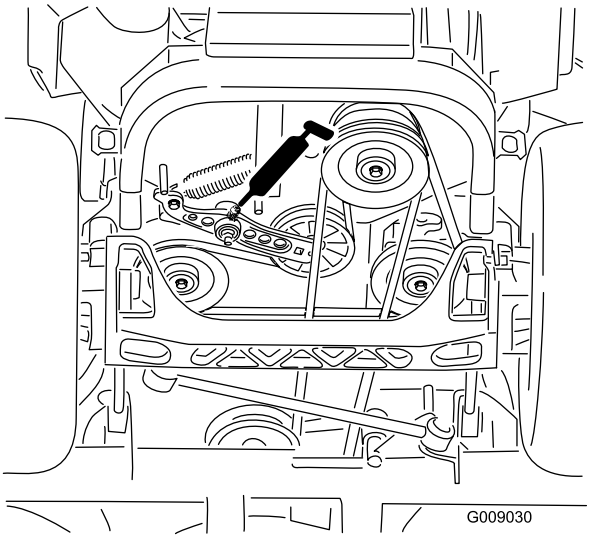

Figur 47
6. Smør lederullarmen for drivremmen (Figur 47).